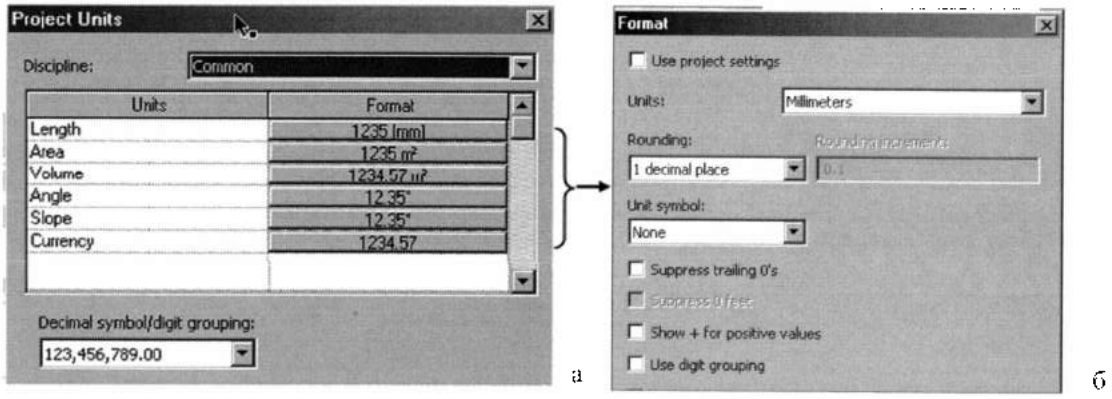

Рис. 2.12. *Наборы проектных единиц измерений*
Единицы проекта. Формат единиц проекта задается в боксе **Project Units** (Единицы проекта), который открывается одноименной командой на ленте **Manage** из раздела **Project Settings** (рис. 2.12,а).
Изменить формат единицы измерения можно, открыв кнопкой в столбце **Format** (Формат), расположенной справа от соответствующей величины, одноименный бокс (рис. 2.12,б). В нем должны быть установлены:
- **Use digit grouping** (Использовать цифровое группирование) — группирование цифр согласно опции **Decimal symbol/digit grouping**, заданной в боксе **Project Units** (см. рис. 2.12);